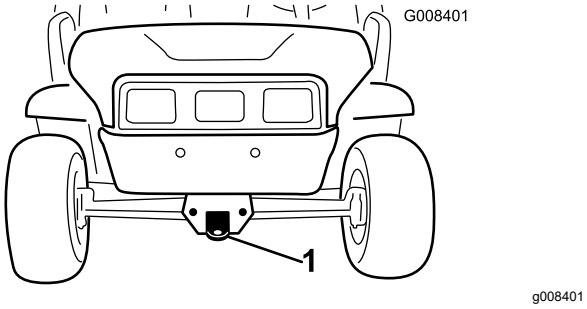
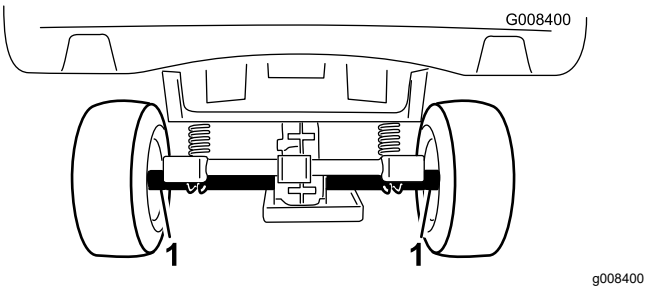

Figur 21
Figur 22
Bruk en tilhenger med brede ramper for å flytte maskinen store avstander. Pass på at maskinen er godt festet til tilhengeren. Se Figur 21 og Figur 22 for informasjon om festepunktene på maskinen.
2. Fest et tau til koblingen på frontrammen (Figur 21).